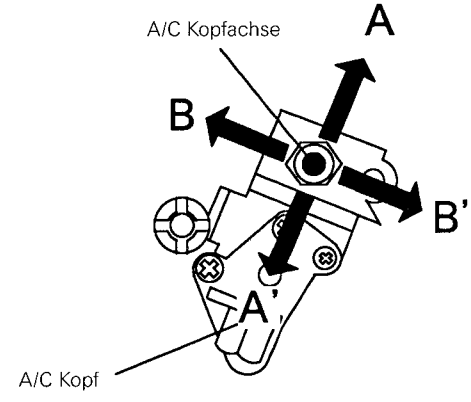

Abb. 3-3-3 F0D061
E. Durch leichtes drücken an der A/C Kopf Achse diese in die Richtung A und A' (siehe Pfeile) in der Abb. 3-3-3 bringen und sicherstellen, daß nach dem Loslassen das Maximum der Amplitude sich nicht verändert.
F. Hat sich die Amplitude verändert, die Höheneinstellmutter a so einstellen, daß die Ausgangsamplitude Maximum bekommt. Die A/C Kopfachse leicht in die Richtung B und B' (siehe Pfeile in Abb. 3-3-3) bewegen und kontrollieren ob die Ausgangsamplitude Maximum ist.